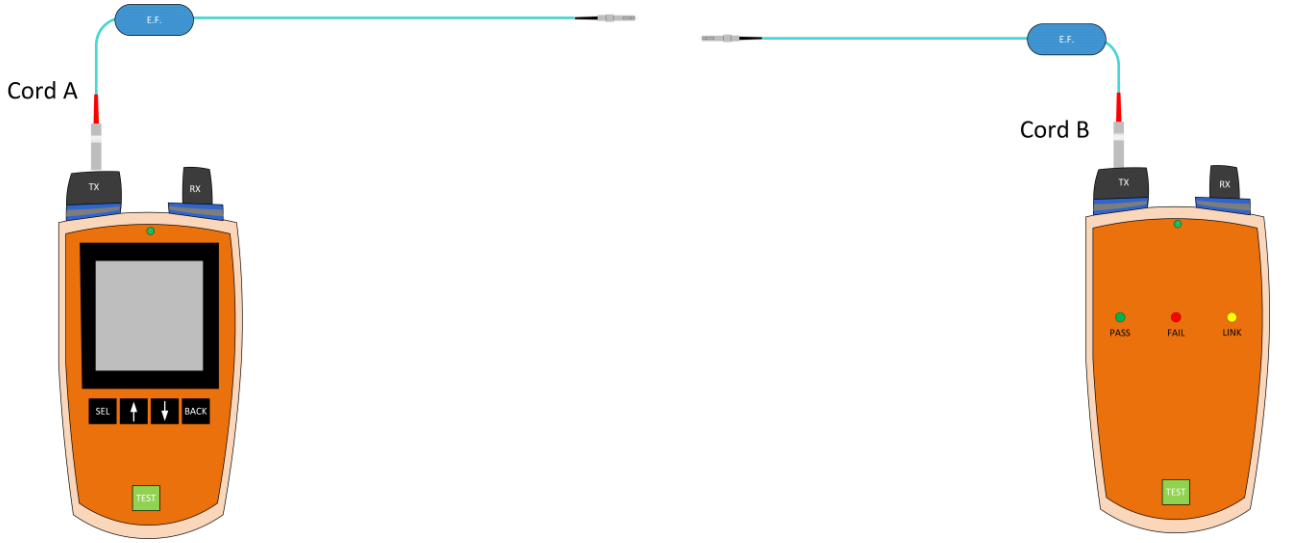
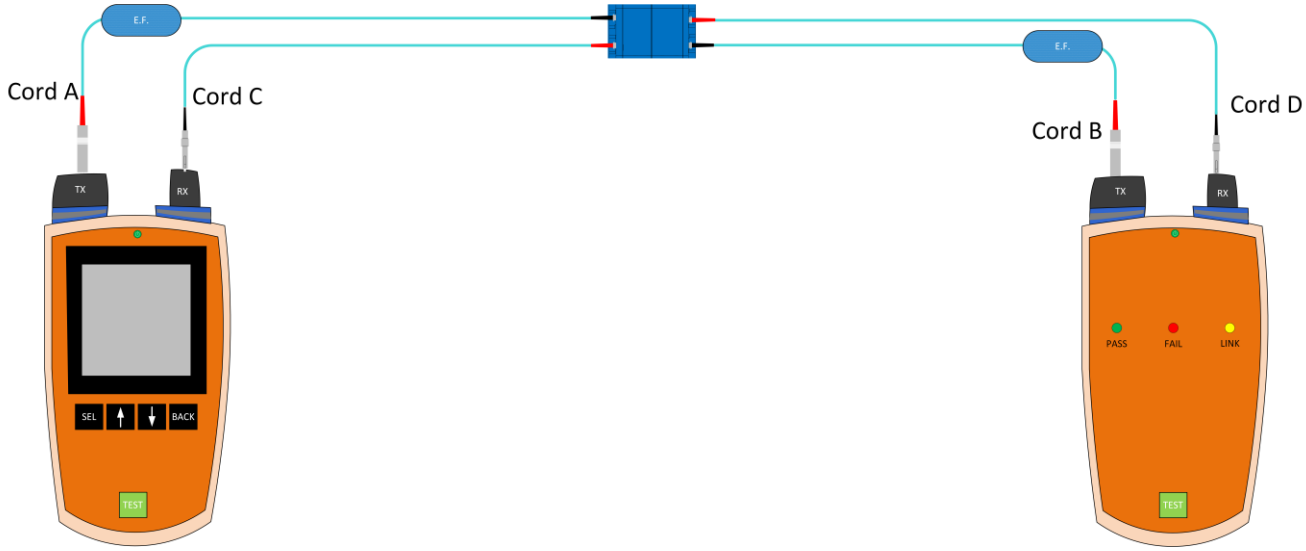

Figure 2
Figure 3
Step 2: Disconnect the receive side (LC) from both the main and remote units as shown in Figure 2. Reconnect the units as shown in figure 3 by inserting an LC to LC TRC to the receive port and coupling with the SC to LC TRC from the transmit port via a separate coupler. Perform a test to ensure the added TRCs are acceptable. Result should be 0.15 dB* or less for multimode fiber and 0.25 dB* or less for single-mode. Save the TRC check test result as "TRC 1 XX-XX-XX YY:YY" (XX-XX-XX= date, YY:YY=time). Again, set the reference on the tester.